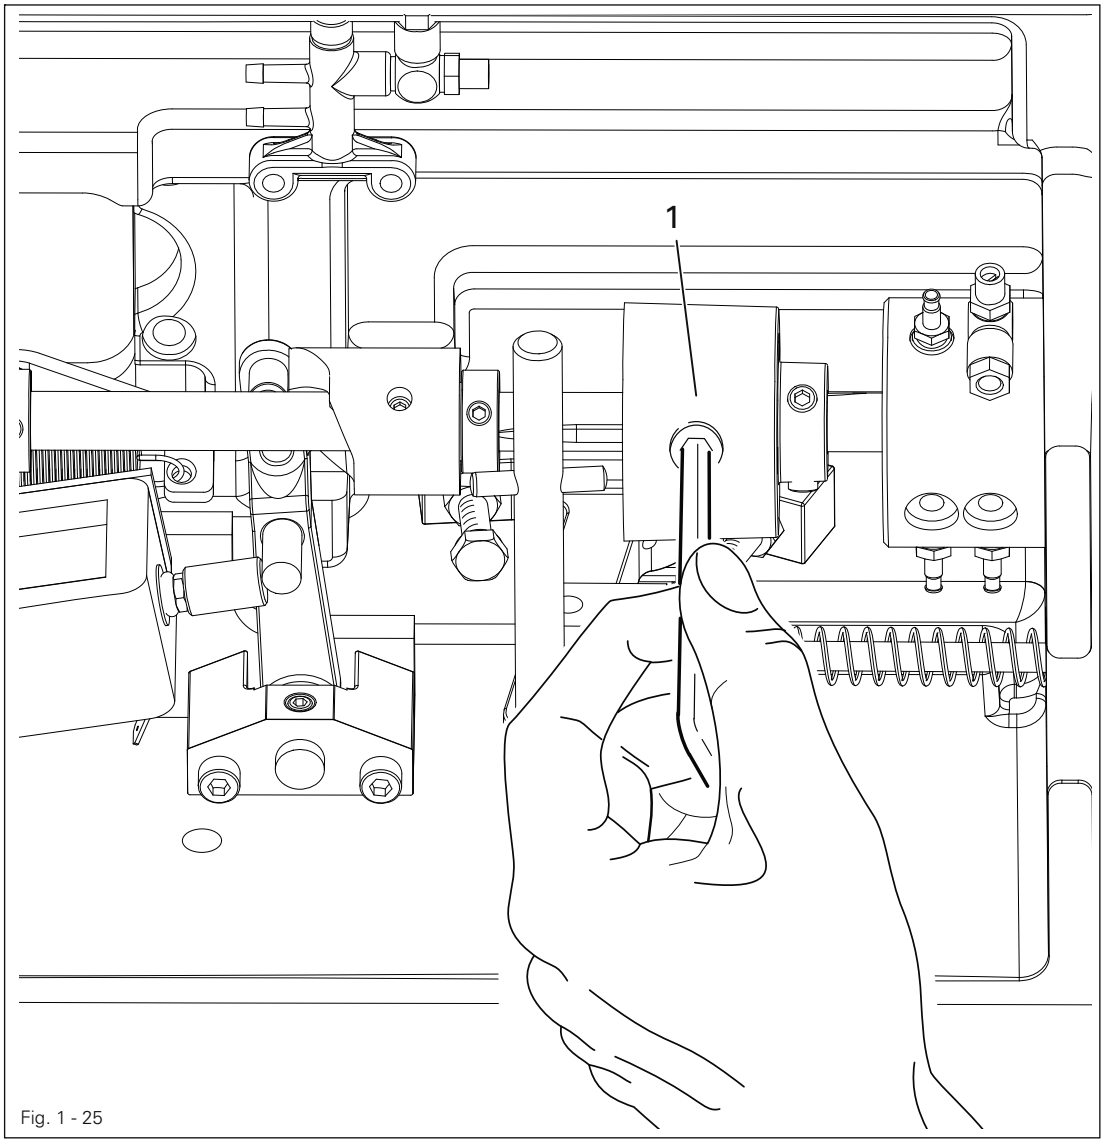

Fig. 1 - 25
- Kupplung **1**, wie in **Fig. 1 - 19** gezeigt, gegenhalten und am Handrad drehen, bis die Kupplung **1** spürbar wieder einrastet.